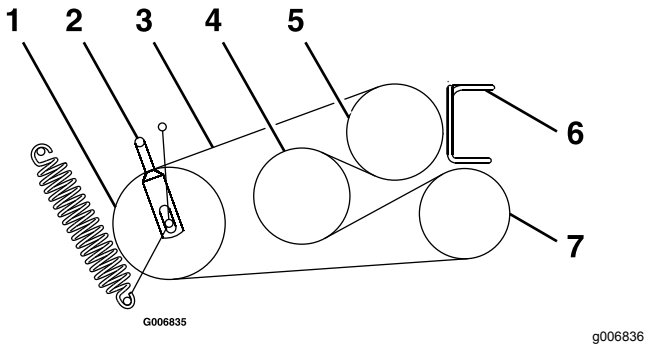

Figur 59
6. Løsn remstyrene **A** og **B** (Figur 59).
8. Før de nye remme op på remskiverne som vist i Figur 59.